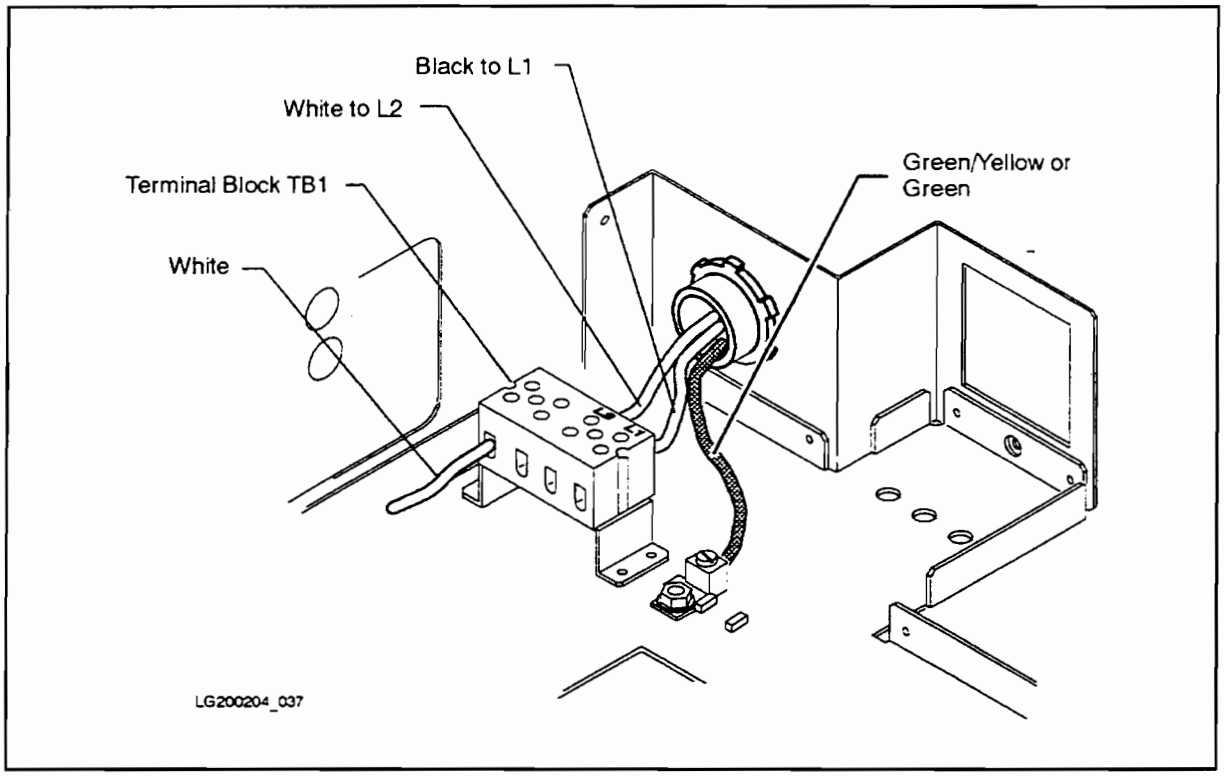
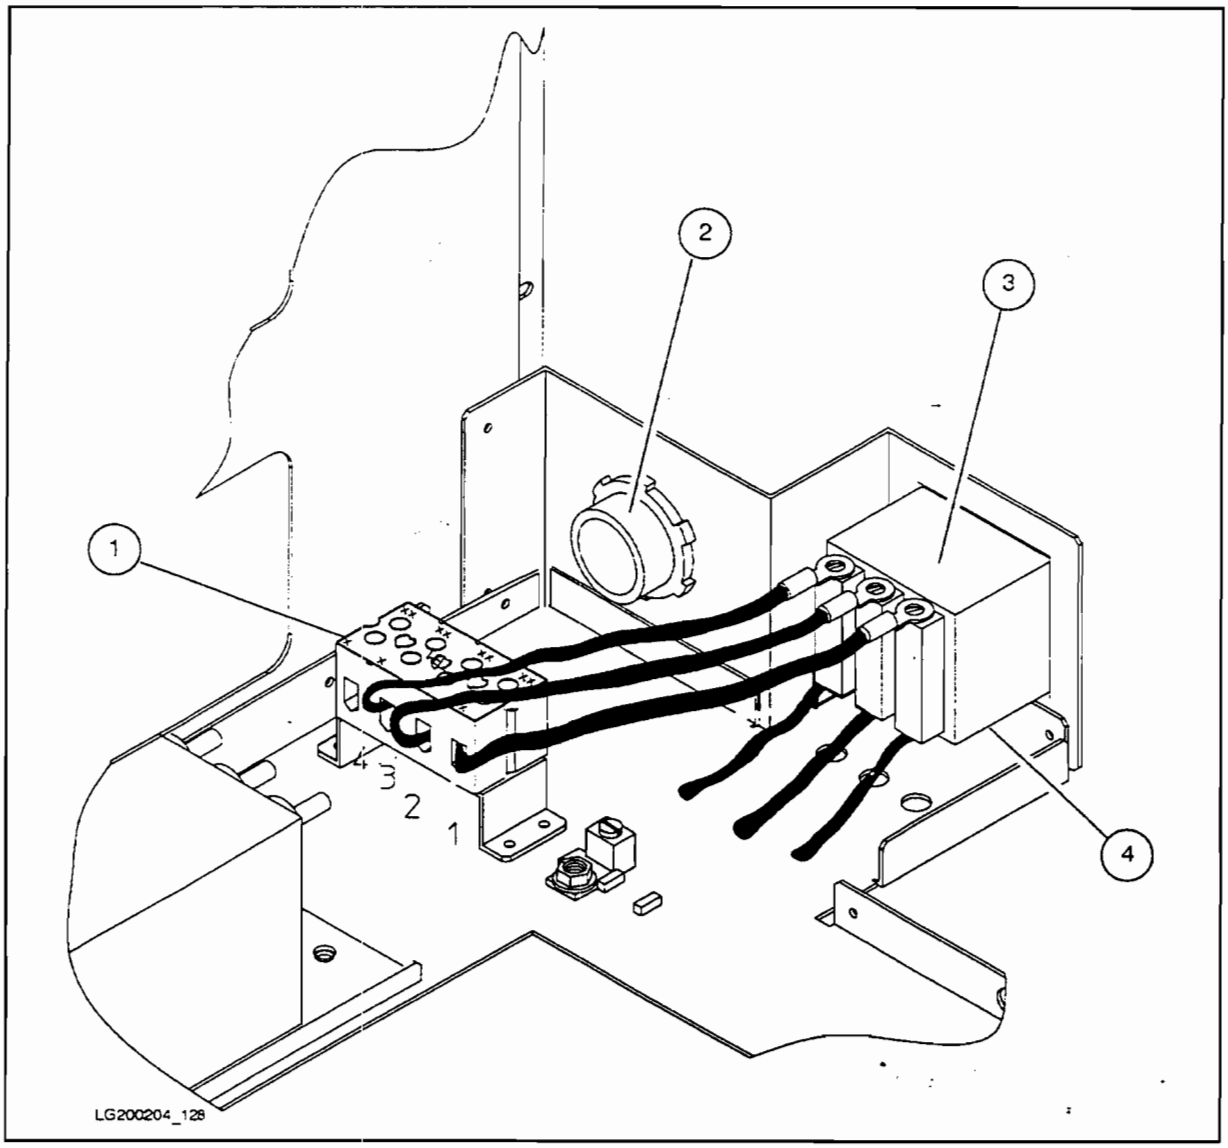

Figure 9-5. ACFE Voltage Terminal Block
Figure 9-6. ACFE Circuit Breaker
To access the AC Front End, see Figure 9-5 and Figure 9-6:
4. You should see the components shown in Figure 9-5 and Figure 9-6.
5. The voltage terminal block wires (item 1 in Figure 9-6) are fed through the round cap opening (item 2) in the PFC Module.
To replace the circuit breaker, see Figure 9-6: